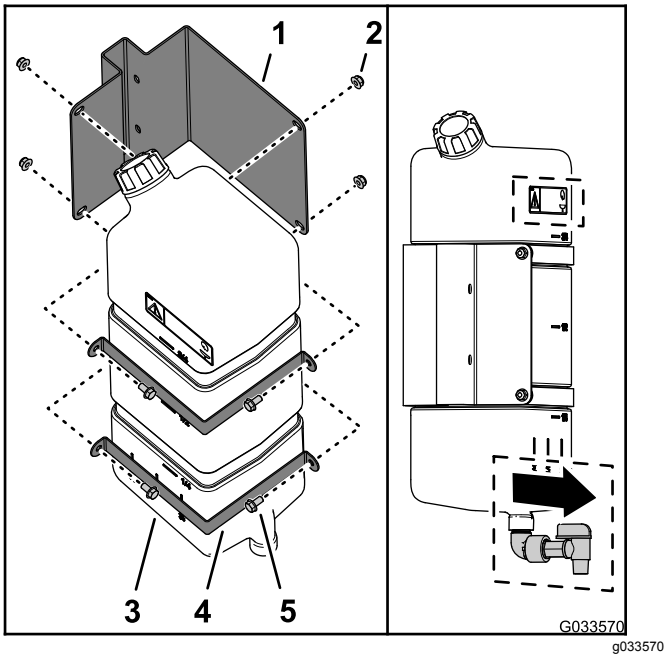

Figur 45
1. Monter ferskvannstanken til ferskvannstankfestet med de to festestroppene, fire flenshodeboltene (5/16 x ⅝ tomme) og fire flenslåsemutterne (5/16 tomme) som vist i Figur 45.